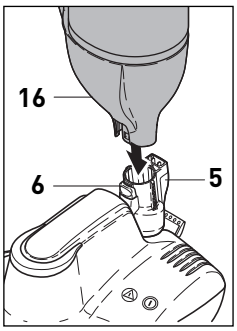

Figure 3
Pour fixer le DISCO sur votre SEBO FELIX: déposez le DISCO sur le sol avec le manche pivotant (5) en position verticale. Maintenez l'aspirateur verticalement et insérez l'ouverture de succion du FELIX (16) dans la bague pivotante du corps. Pressez fermement et de façon homogène vers le bas jusqu'à ce que ce que le bouton de verrouillage du corps (6) se clipse en position bloquée. Voir figure 3.